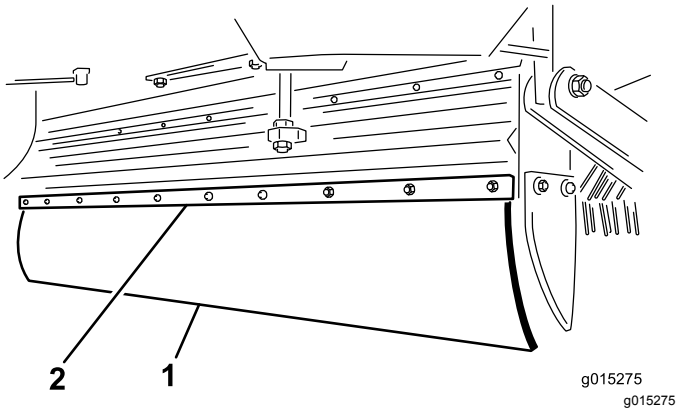

Figur 25
2. Fjern de 10 bolte, spændeskiver og møtrikker på monteringsklappen og klapholderen (Figur 25).